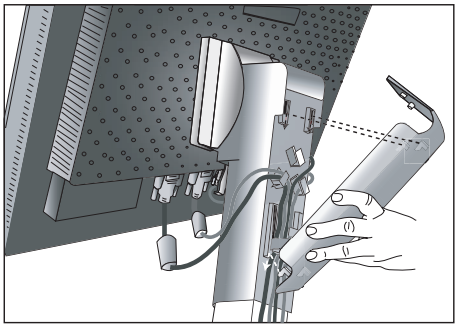
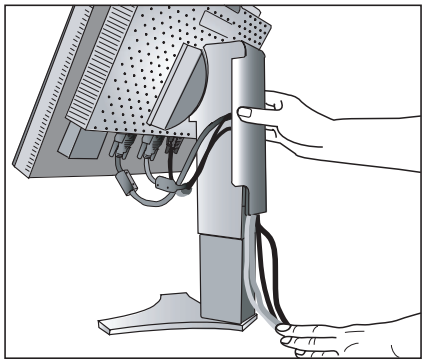

**Figure D.1**
**Figure D.2**
7. Hold all cables firmly and place the cable cover onto the stand (**Figure D.1**). To remove the cable cover, lift the cover off as shown in **Figure D.2**.